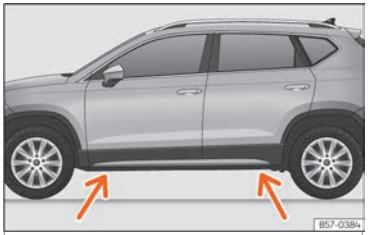

Fig. 38 Jack position points.
- Find the support point on the strut (sunken area) closest to the wheel to be changed ››› **Fig. 38**.